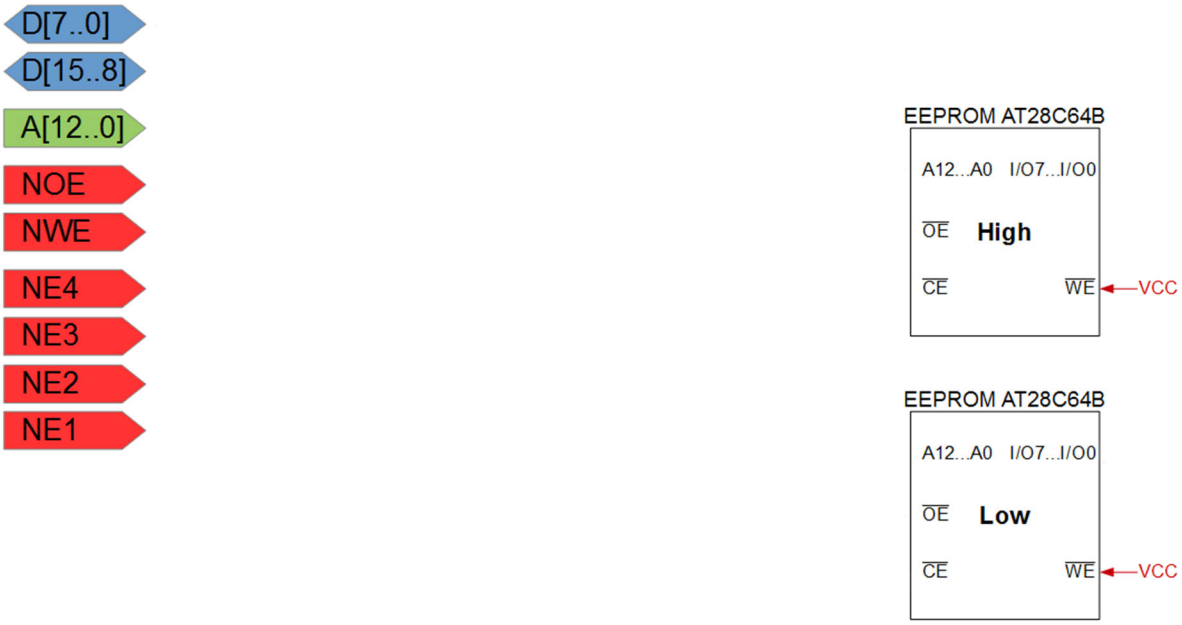
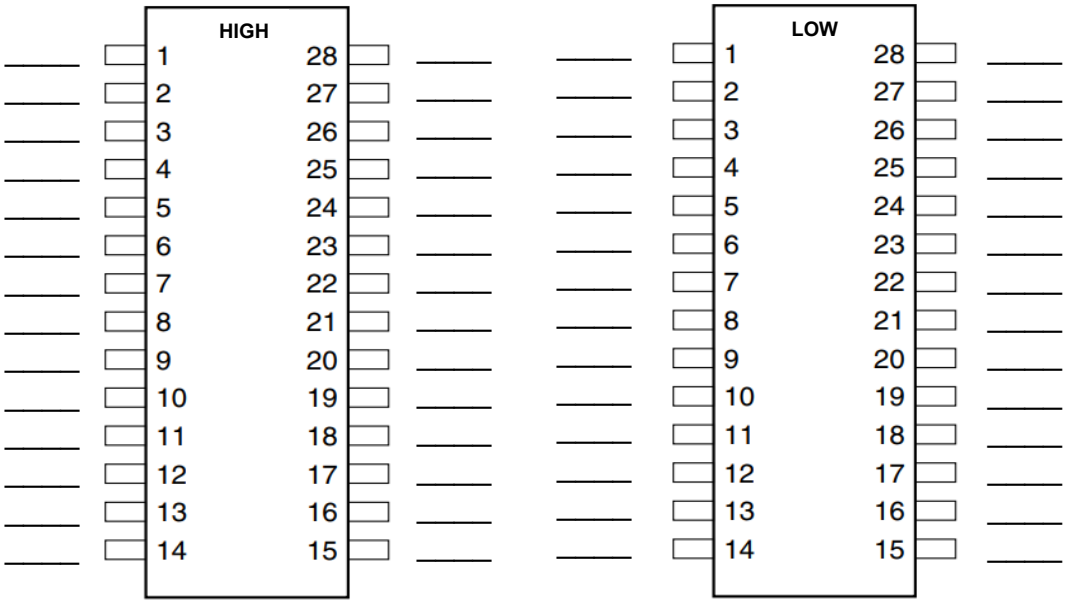

Abbildung 3: Zeichnen Sie den Anschluss von zwei 8K x 8-Bit EEPROMs an einen 16-Bit Datenbus ein
Abbildung 4: Beschriften Sie den Anschluss von zwei 8K x 8-Bit EEPROMs an einem 16-Bit Datenbus
b) Zeichnen Sie in Abbildung 3 ein, wie die Bausteine an das CT Board angeschlossen werden müssen. Abbildung 4 dient als Hilfestellung, damit Sie die Speicherbausteine pinweise beschriften können.